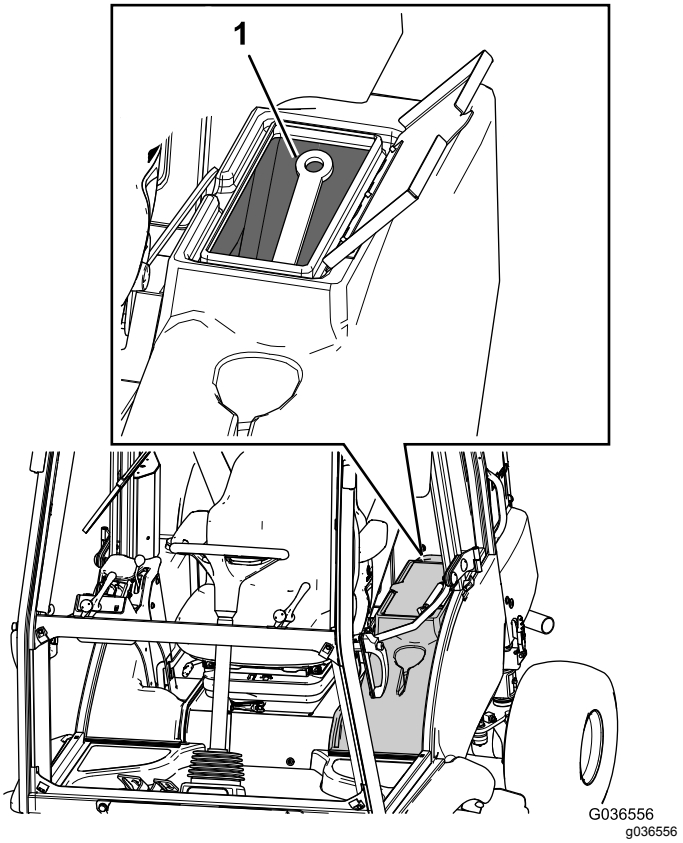

Figur 21
C. Anbring sikkerhedsstøttebeslaget i opbevaringsrummet (Figur 21).